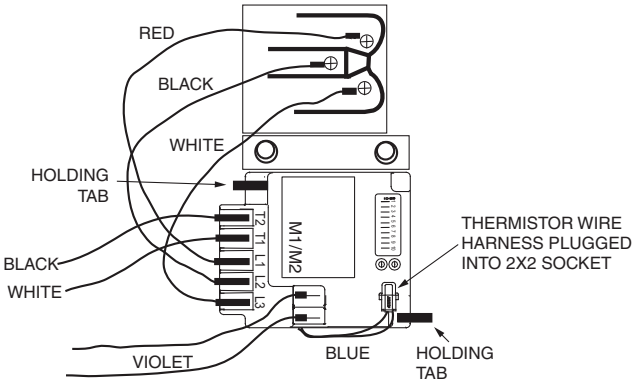

Fig. 41 — CoreSense Communication Module Mounting
3. Install the CoreSense module in the compressor terminal box as shown in Fig. 41, with the tabs holding the module in place. Route the thermistor wire harness as shown